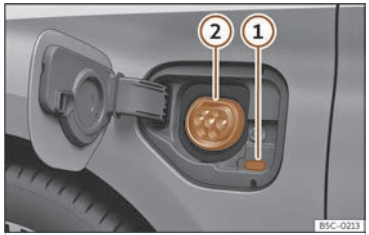

Fig. 56 Darrere de la tapa de càrrega de la bateria a la part davantera esquerra: Presa de càrrega.
››› fig. 56
- Amb el vehicle desbloquejat, la tapa de càrrega de la bateria s'obre en pressionar-la ››› fig. 56.